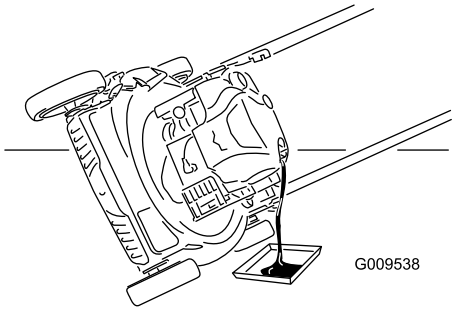

Figure 27
3. Inclinez la tondeuse sur le côté (filtre à air en haut) pour vidanger l'huile usagée par le goulot de remplissage (Figure 27).
4. Versez de l'huile **lentement** dans le goulot de remplissage pour faire monter le niveau de liquide jusqu'au repère du **plein** (Full) sur la jauge (Figure 27). Attendez 3 minutes après avoir fait l'appoint d'huile avant de contrôler le niveau d'huile avec la jauge. **Ne remplissez pas excessivement.** (Remplissage max. : 0,59 l (20 oz), type : huile détergente SAE 30 de classe de service API SF, SG, SH, SJ, SL ou supérieure.)